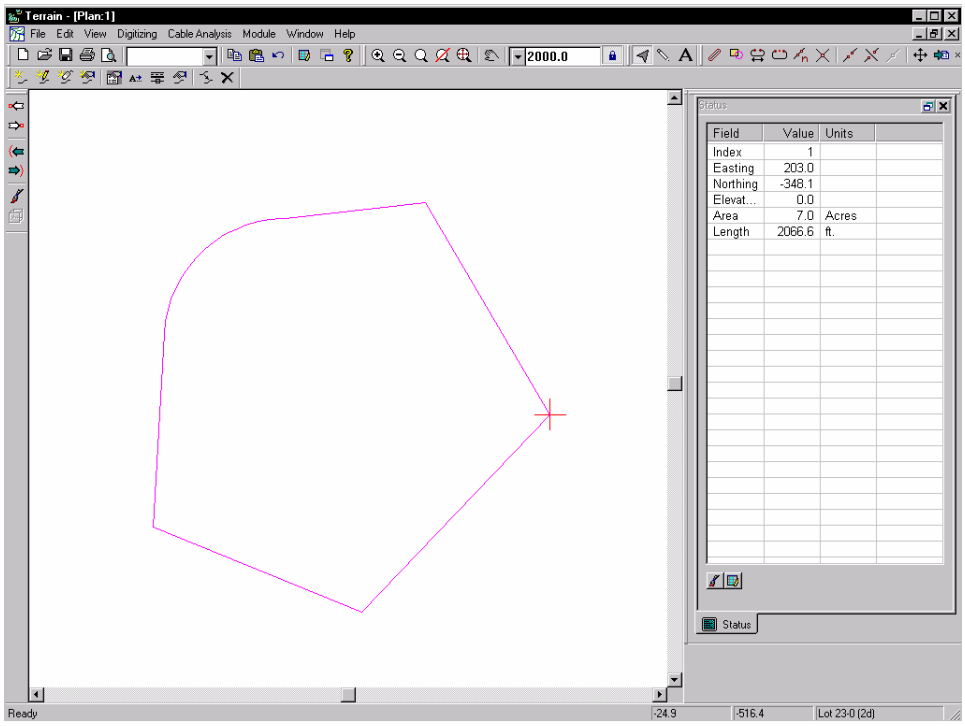

Figure 6.2: Lot Boundary
12. Using the Selection Cursor click on the second lot corner, identified by the red cross-hair position in the Figure 6.2.